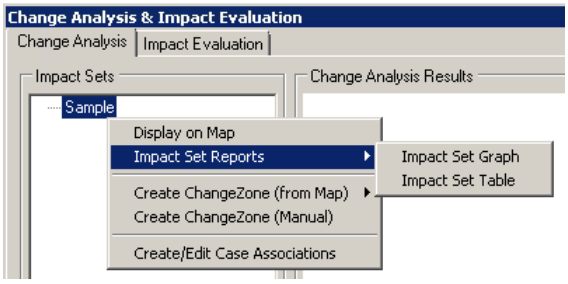

Figure 8-9 Change Analysis Impact Set Options
1. Right-click the impact set of interest to specify options for computing a change analysis (Figure 8-9). The impact set of interest must be right-clicked for each of the steps outlined in a - d below.